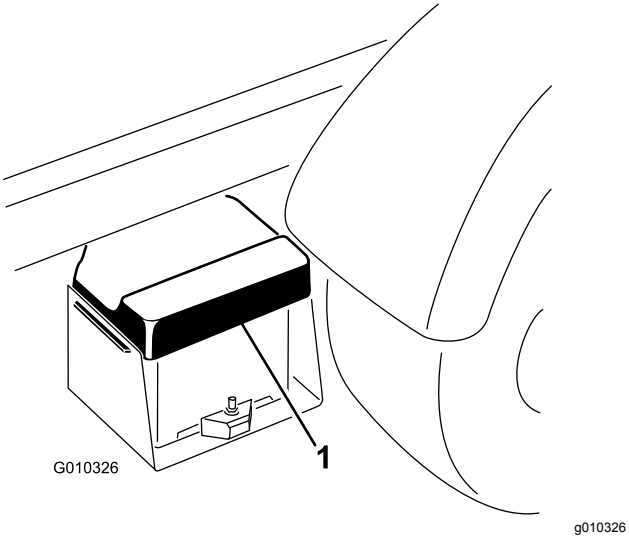

**Rysunek 50**
1. Ściśnij pokrywę akumulatora, aby uwolnić wypustki z podstawy akumulatora, następnie zdejmij pokrywę akumulatora z podstawy (Rysunek 50).